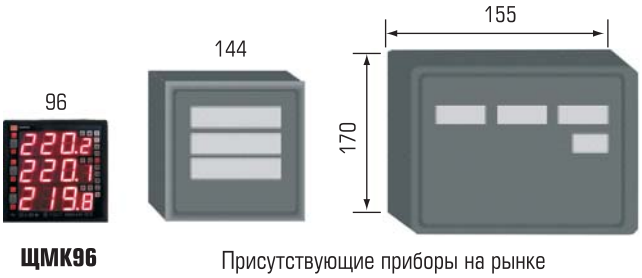

Рис. 8
3. Габариты (рис. 8). Минимальный в своем классе габаритный размер: *96 × 96 мм*.